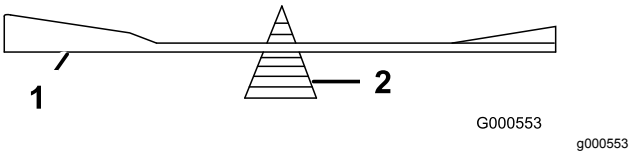

Figur 59
2. Kontroller skæreknivens balance ved at placere den på en afbalanceringsenhed (Figur 59).